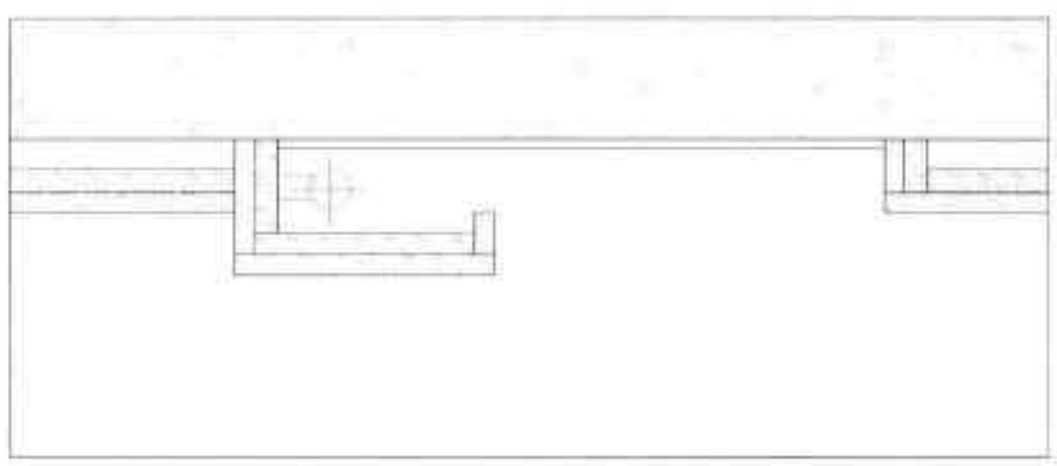

图19-132 填充木工板图形
Step 15 执行“填充”命令，选择预定义中的“CORK”图形，设置角度为 0°、比例为 2，对木工板部分进行填充，如图 19-132 所示。